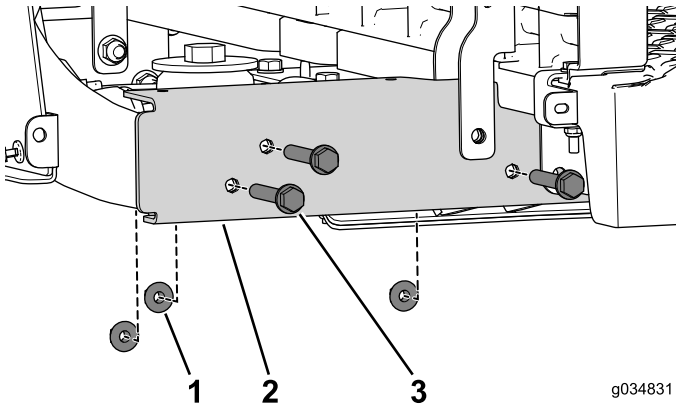

Figure 17
4. Remove the 3 flange bolts (3/8 x 2-1/2 inches) and nuts (Figure 17). Do this on both sides of the machine.